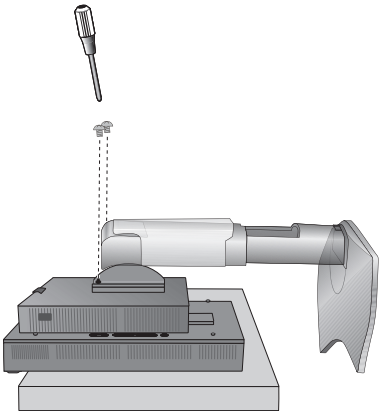

Figure S.3
9. Retirez les 2 vis supérieures (**Figure S.3**).